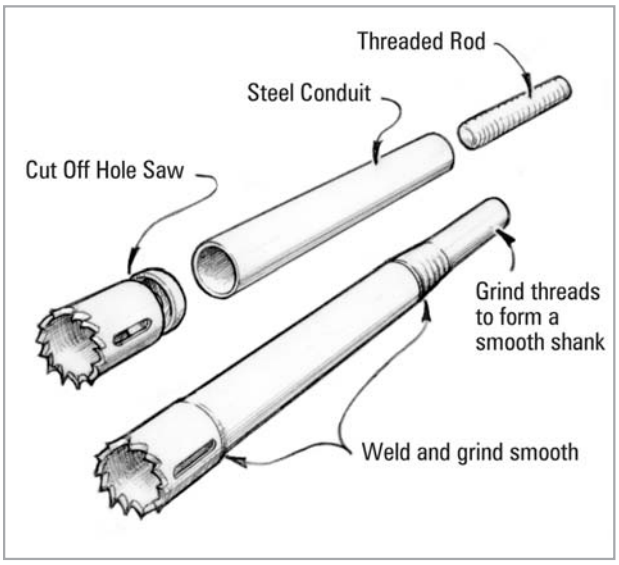

Figure 4-13 *A custom keel bolt saw can be made from a pipe section and a standard hole saw.*
2. Fabricate a deep engagement hole saw by first cutting the end off a hole saw of slightly larger diameter than the bolt to be repaired. Braze the hole saw teeth to the end of a pipe of the same diameter and long enough to chase the length of your longest keel bolt. Weld a piece of round stock into the other end of the pipe to serve as a bit for a drill chuck. If you have many bolts of many lengths to do, you may want to make several hole saws of different lengths *(Figure 4-13)*.